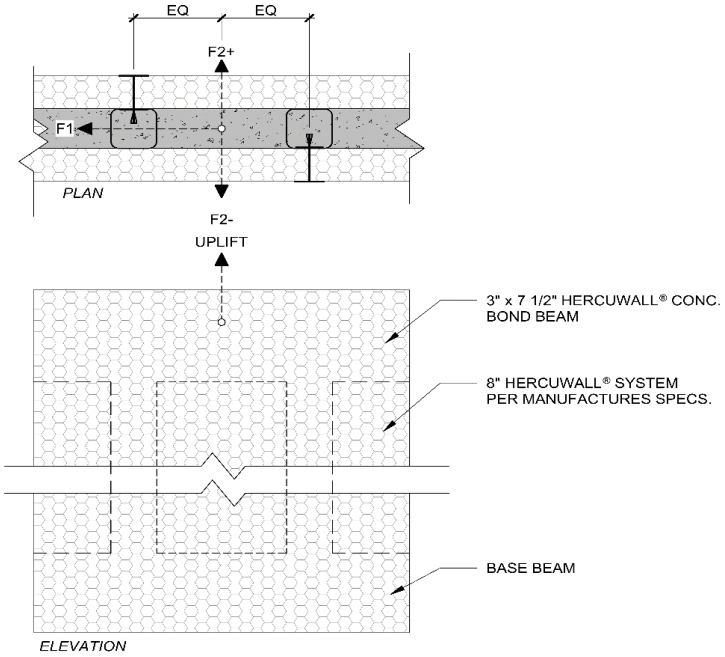

Figure 3A. Load Diagram Truss Saddle Bracket and Embedded Connections
2. See Figure 3A for Connection Loading Diagram.
6. See Figure 3A for Load Diagram for HercuWall Embed connection.